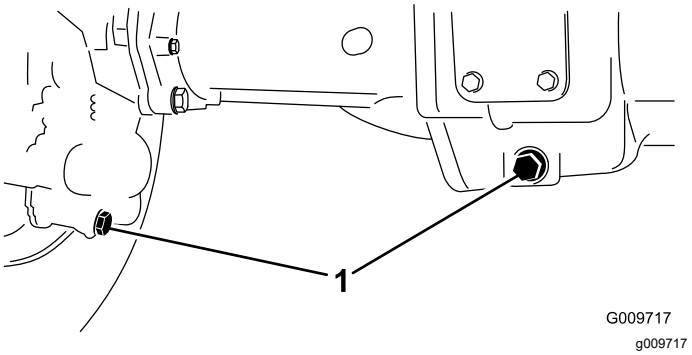

Figur 107
2. Gör rent runt de tre avtappningspluggarna, en i varje ände och en i mitten (Figur 107).